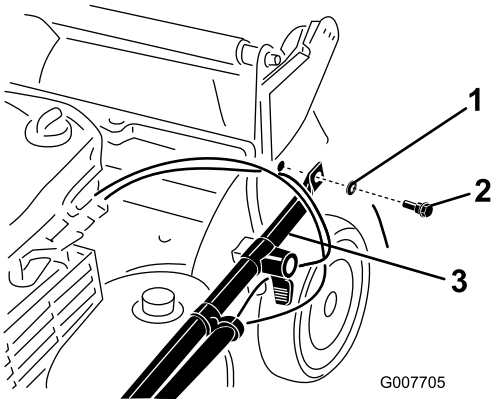

Figur 3
2. Fest håndtaksendene til maskinhuset med to skiver og to håndtaksbolter (Figur 3), **men ikke stram til håndtaksboltene.**